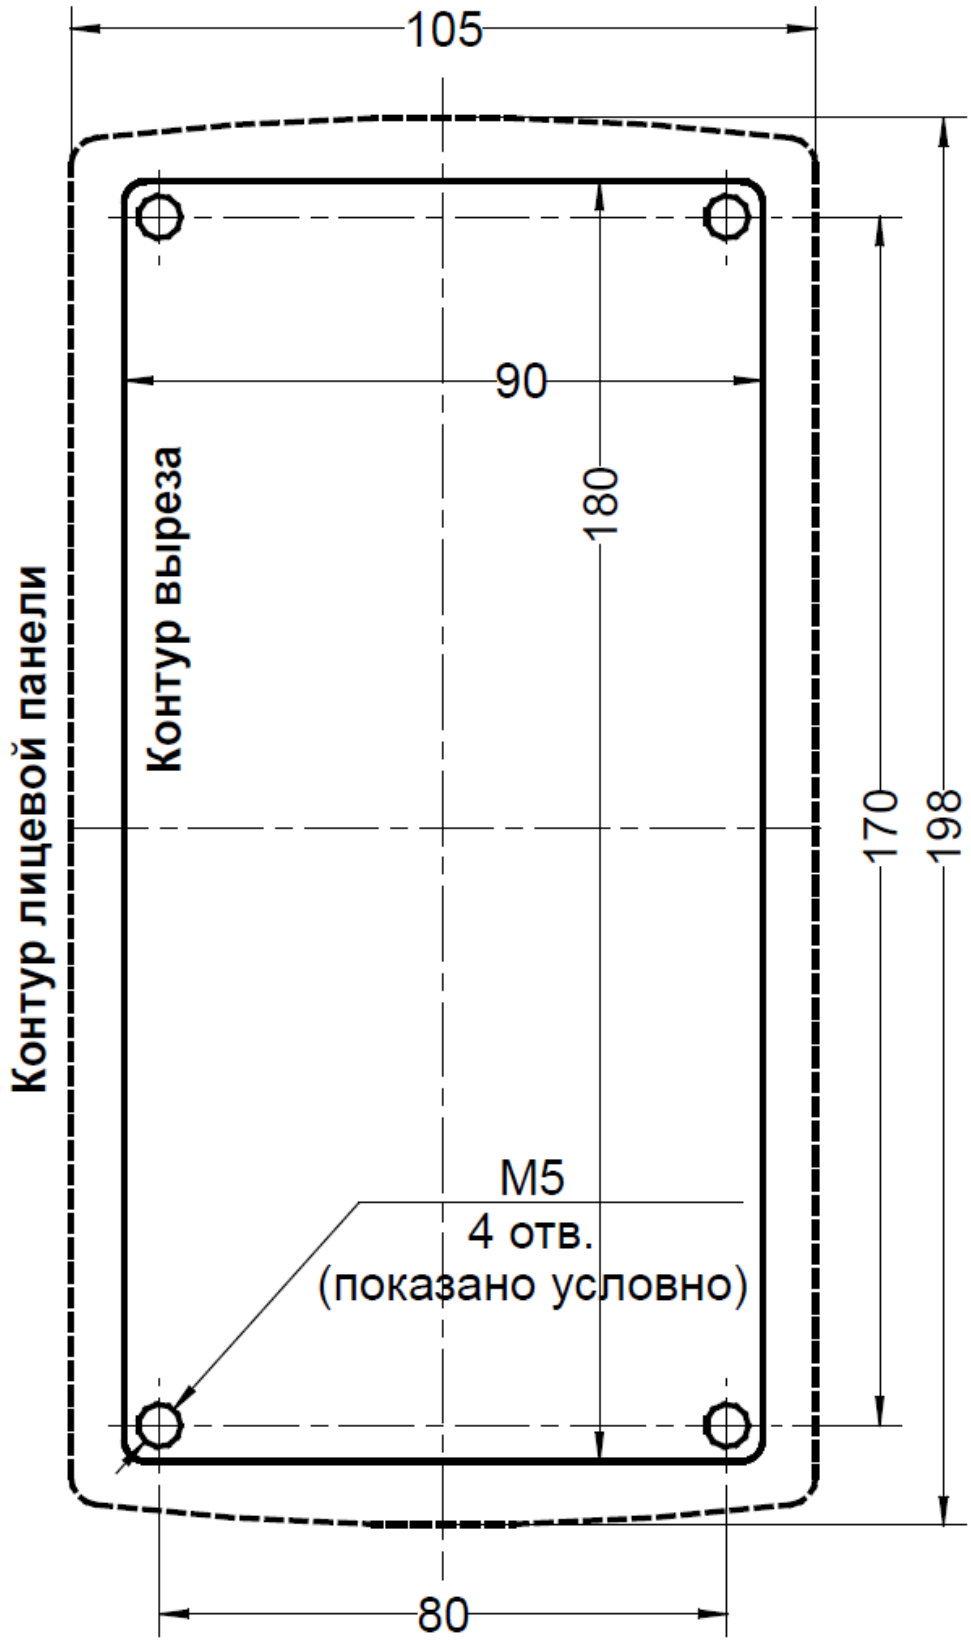

Рис. 1 Разметка под установку блока вызова
2. Подготовьте нишу для установки блока вызова (см. разметку на рис. 1).